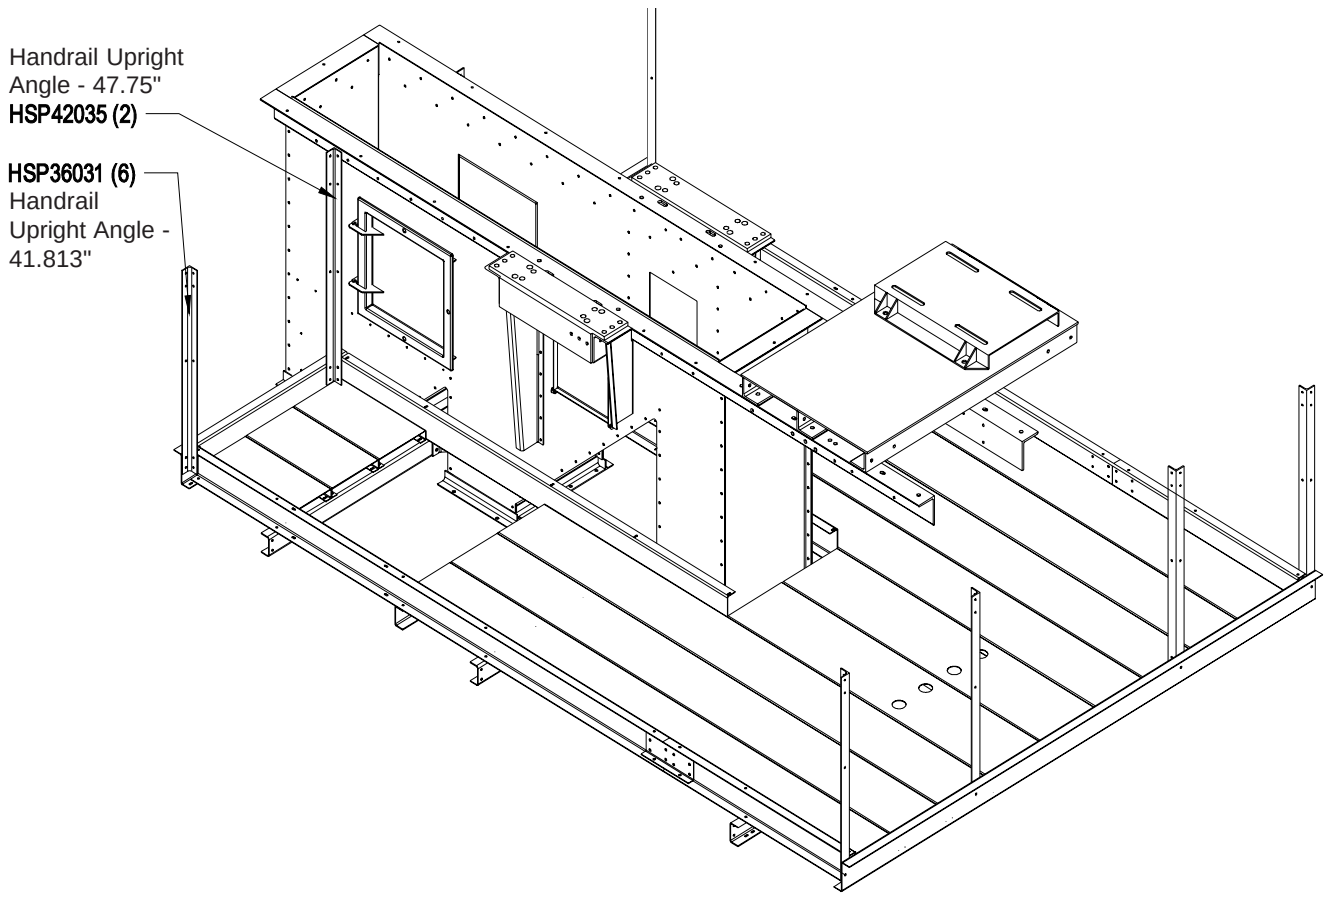

FIGURE1-5
Attach short handrail posts to toeboards using the 5/16" hardware as shown in Figure 1-5. There are different lengths of handrail posts, so be sure and use the (6) 41- ¾" lengths on the outside and the 47-3/4" lengths next to the head as noted in Figure 1-5.